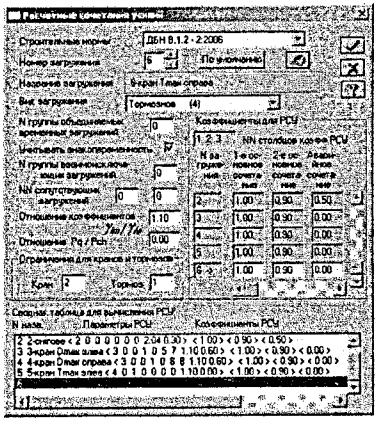

Рисунок 196
В діалоговому вікні **Расчетные сочетания усилий** в полі **Вид загружения** вибираємо **Тормозное (4)**, ставимо позначку ✓ напроти позиції **Учитывать знакопеременность**, а в полі **Отношение коэффициентов** γ_{fm}/γ_{fe} залишаємо 1.1 і натискаємо кнопку **Применить** (рис. 196).